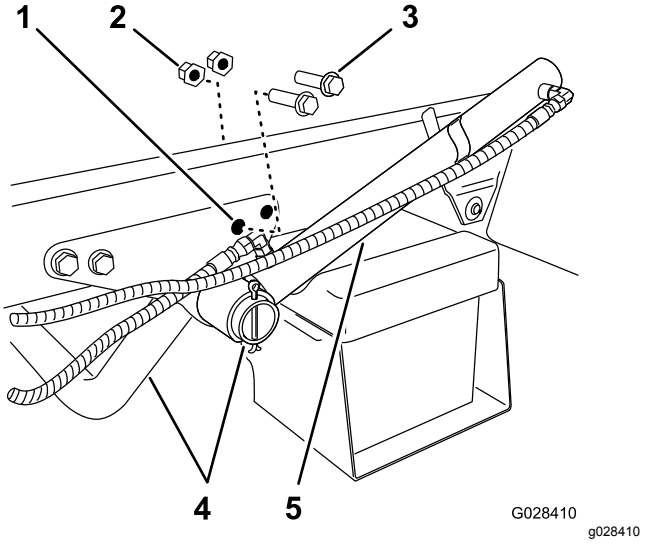

**Figur 6**
1. Fjern de to bakre flenshodeboltene og de to flenslåsemutterne som fester støttebraketten for motorrøret til maskinrammen (Figur 6).
2. Drei løftesylinderen for å gi plass til å montere holdebraketten for tankens gliderramme (Figur 6).